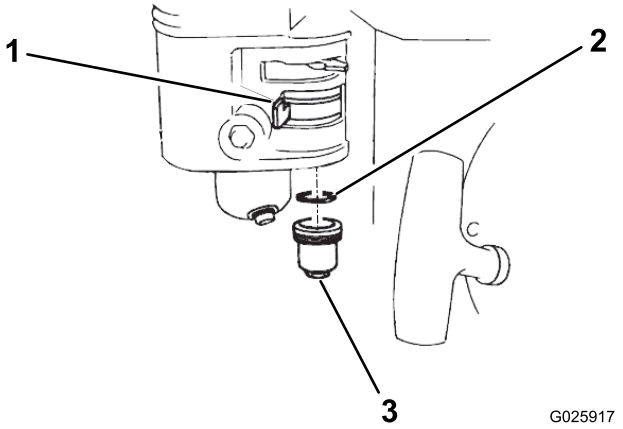

图30
1. 将燃油阀移至“关闭”位置、然后取出燃油沉淀杯和 O 形圈 (图30)。